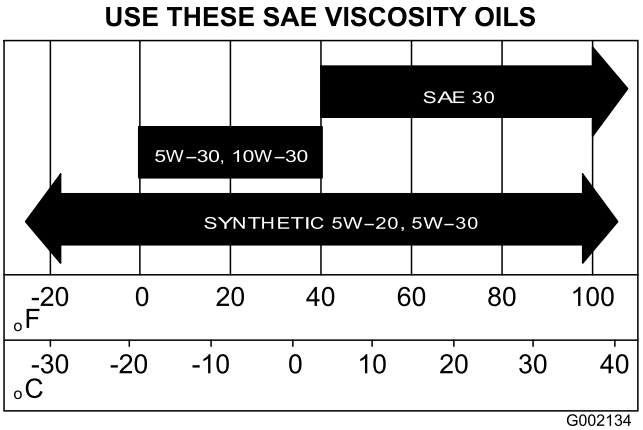

Figuur 42
5. Vul het carter bij met de gespecificeerde olie; zie Figuur 42 in De olie verversen (modellen 07273 en 07273TC) (bladz. 35).